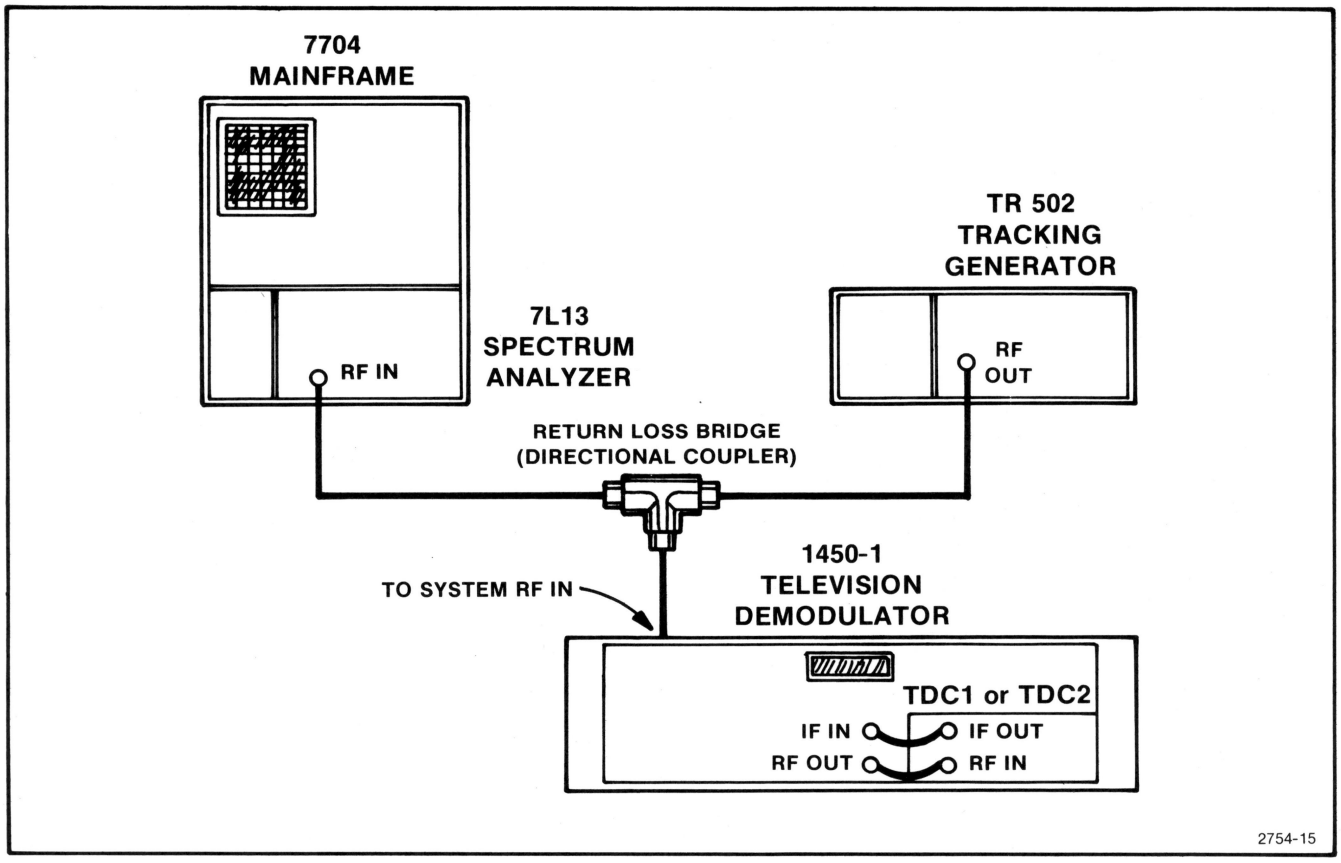

Fig. 4-4. Test Setup for Measuring Return Loss.
a. Connect the 1450-1 Television Demodulator and test equipment as shown in Fig. 4-4. Install the TDC1 or TDC2 Television Down Converter to be tested in the 1450-1 and make the appropriate front-panel connections. Set the TR 502 Output Level at −20 dBm. Disconnect the Vswr Bridge from the 1450-1, and note the level on the spectrum analyzer. This level will be used as a reference level for measuring return loss. Connect the Vswr Bridge to a reference 50 Ω load and check that the return loss read is at least 35 dB. Disconnect the 50 Ω load from the Vswr Bridge and connect the bridge to the down converter RF INput.
c. Check that return loss is at least 10 dB down from the reference level. Check return loss for every channel in the down converter. That is, (1) tune the down converter to the next channel, (2) reset the spectrum analyzer to the center frequency of the tuned channel, and (3) check return loss.